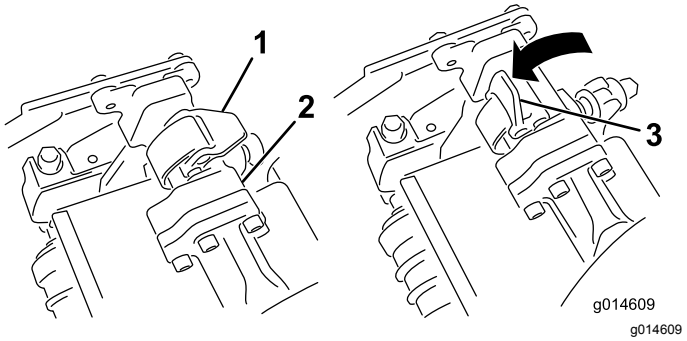
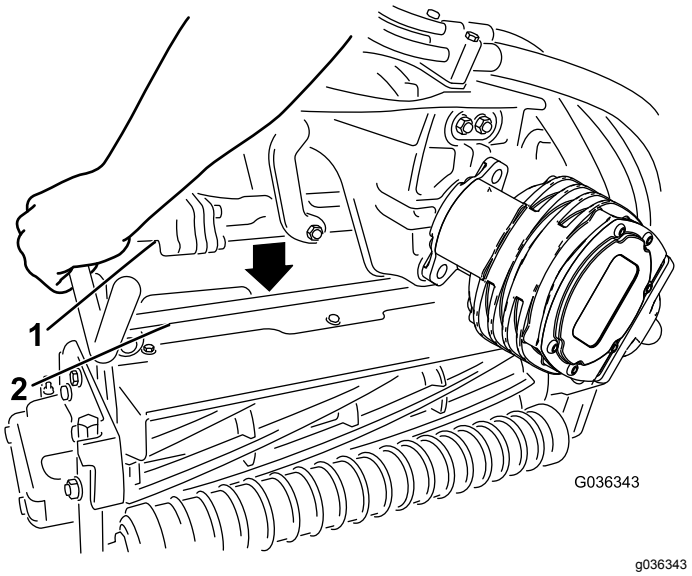

Figur 49
Figur 50
4. Mens låsehåndtagene på affjedringsarmen peger opad (dvs. er åbne) (Figur 49), skal du skubbe affjedringsarmen ned, så stangen kan sættes over tværstangen på klippeenheden øverst oppe (Figur 50).
5. Luk låsehåndtagene ned og omkring klippeenhedens stang, og lås dem på plads (Figur 49).
5. Åbn låsehåndtagene på affjedringsarmens stang på klippeenheden, som du fjerner (Figur 49).